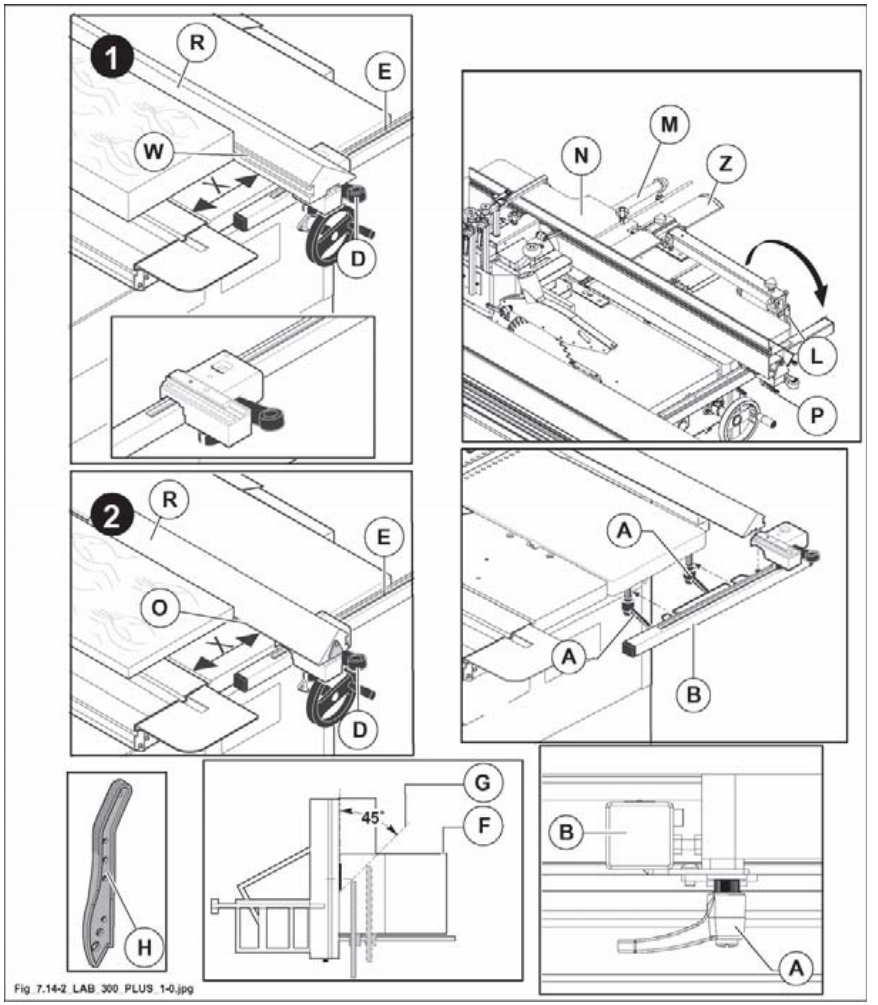

Abb. 7.14-2
Zur Längsverstellung des Lineals (R Abb..7.14-2) Hebel (P Abb.7.14-2) lösen; nach jeder Verstellung Hebel (P) festklemmen.
Das vordere Ende der Zeile darf nie am Ende des Tisches auf der Seite (F Abb. 7.14.2) herausragen, aber muss eine immaginäre Linie (G Abb. 7.14.2) erreichen, die am ersten Zahn an der Klinge beginnt und um 45° nach vorne geschoben wird. Dies soll verhindern, dass die Sägezähne beim Heben das Werkstück ergreifen und es gegen den Bediener schleudern.
2 Positionen des Lineals (R Abb.7.14-2) sind möglich nach Lösen des Hebel (P Abb.7.14-2).
1) Vertikalstellung mit der dem Holzstück zugewandeten Seite (W Abb. 7.14.2)
2) Horizontalstellung (O Abb. 7.14.2) für Schnitte von dünnen Teilen und für Schrägschnitte.
solche Position ermöglicht den Vorschub des Holzstückes durch den mitgelieferten Schiebestock (H Abb.7.14.2)
3) Nach jeder Verstellung Hebel (P (Abb. 7.14-2) festklemmen.
- Den Griff (D Abb. 7.14-2) lockern;
- die Führungsgruppe mit der Hand gleiten lassen und sich auf das Lineal (E Abb. 7.14-2) beziehen;
- den Griff (D Abb. 7.14-2) arretieren.
zum Schneiden von Platten mit großen Abmessungen (> 590 mm) muss die Führung (B Abb. 7.14-2) neu positioniert werden; dazu wie folgt vorgehen:
1) Die Griffe (A Abb. 7.14-2) lösen und die Führung (B Abb. 7.14-2) wie in der Abbildung dargestellt anordnen.
2) Die Griffe (A Abb. 7.14-2) festmachen.
- Den Hebel (L Abb. 7.14-2) lösen und den Schutz (Z Abb. 7.14-2) um 180° kippen.
Den Hebel (L Abb. 7.14-2) wieder festmachen
- Die Säule (M Abb. 7.14-2) im Tisch (N Abb. 7.14-2) festschrauben.